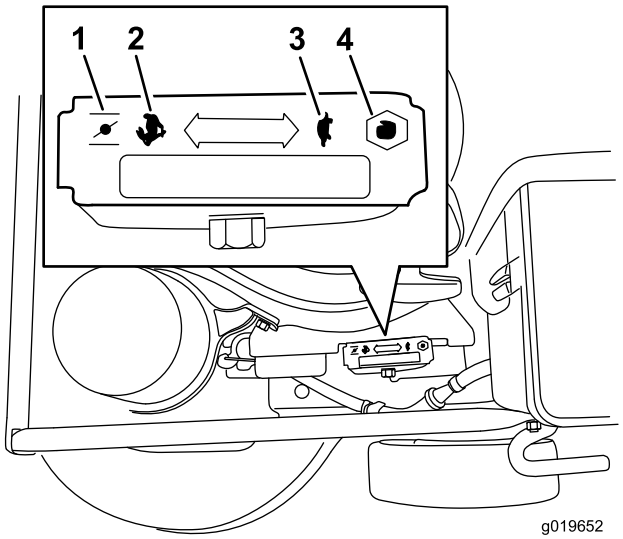

Figur 12
3. Flytt gasskontrollen til Choke-stillingen (Figur 12).